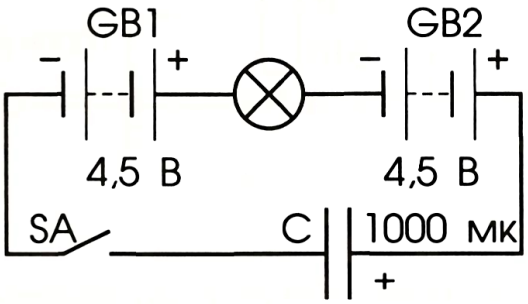

Рис. 14
4. Соберите цепь по рис. 14, и объясните явление, наблюдаемое при замыкании ключа.